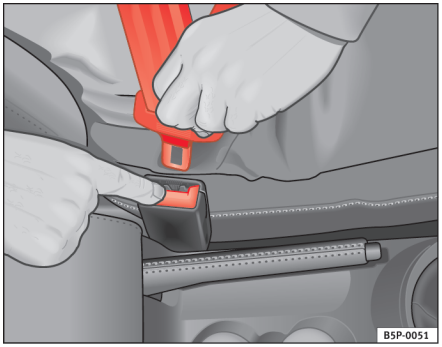

Fig. 15 Sådan frigør du låsetappen fra selelåsen.
– Tryk på den røde knap på selelåsen ⇒ fig. 15. Låsetappen springer ud ⇒ ⚠.